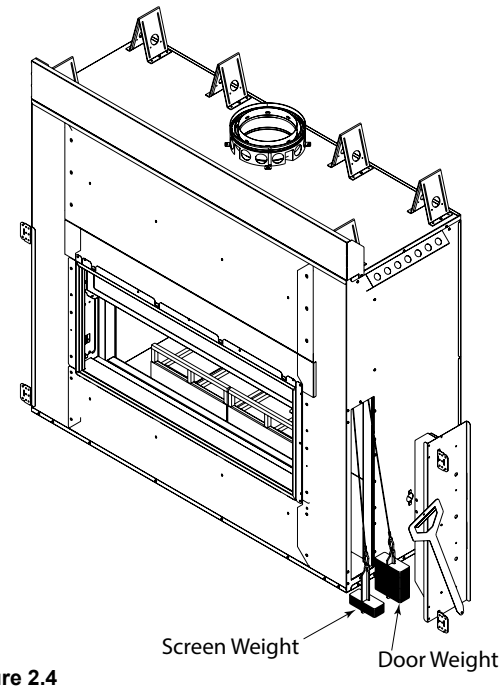

Figure 2.4
k. Repeat for the other side. See Figure 2.4.